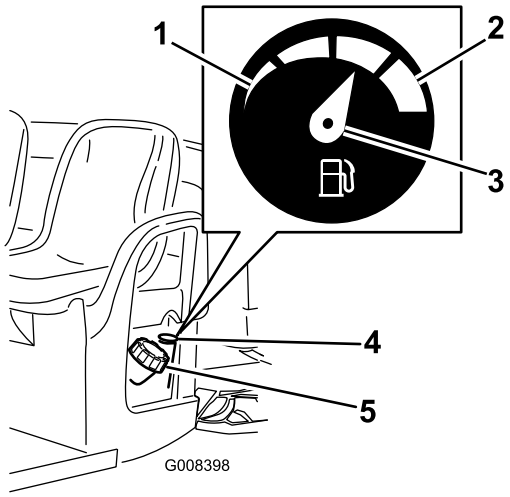

Figur 21
2. Rengjør området rundt drivstofftanklokket (Figur 21).